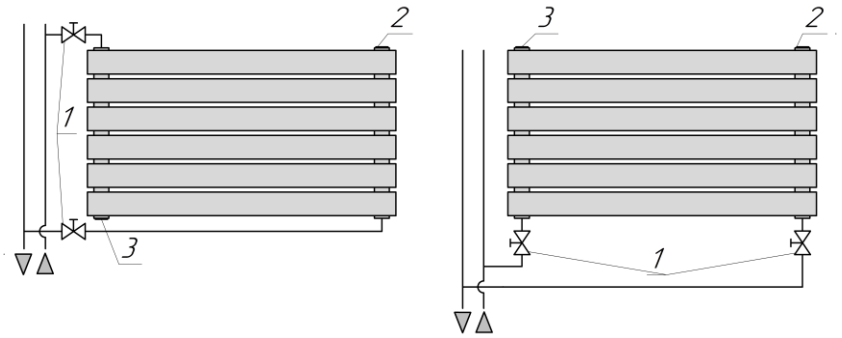

Рис. 3. 1. Вентиль (кран). 2. Кран Маевского-воздухоотводчик. 3. Пробка глухая.
5.8. Схемы разнесенного (седлового) подключения радиатора к двухтрубной системе (Рис.3):